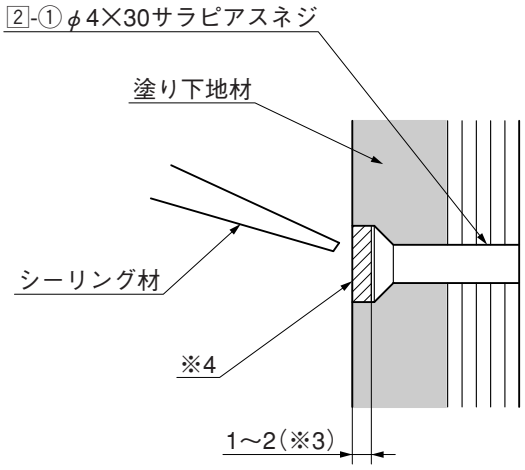

図5-2
❺図5-2のように塗り下地材を固定した2-①の頭部をシーリング材で埋めて、平らに仕上げてください。（※4）